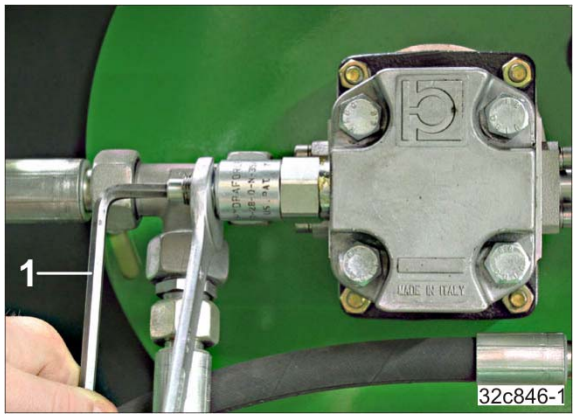

Fig. 120
1. Die Kontermutter (Fig. 120) lösen.
2.1. Die Schraube mit dem Innensechskant-Schlüssel (Fig. 120/1) entsprechend verdrehen.
2. Die Soll-Gebläsedrehzahl mit dem Innensechskant-Schlüssel (Fig. 120/1) am Druckbegrenzungsventil einstellen. Die maximale Gebläsedrehzahl von 4000 1/min. nicht überschreiten.